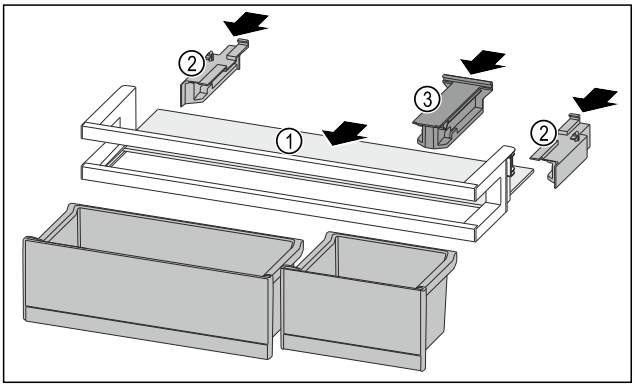

Fig. 211
▶ Împingeți în interior raftul *Fig. 211 (1)* în degajările laterale.
▶ Introduceți piesele laterale *Fig. 211 (2)*.
▶ Introduceți piesa de susținere *Fig. 211 (3)*.